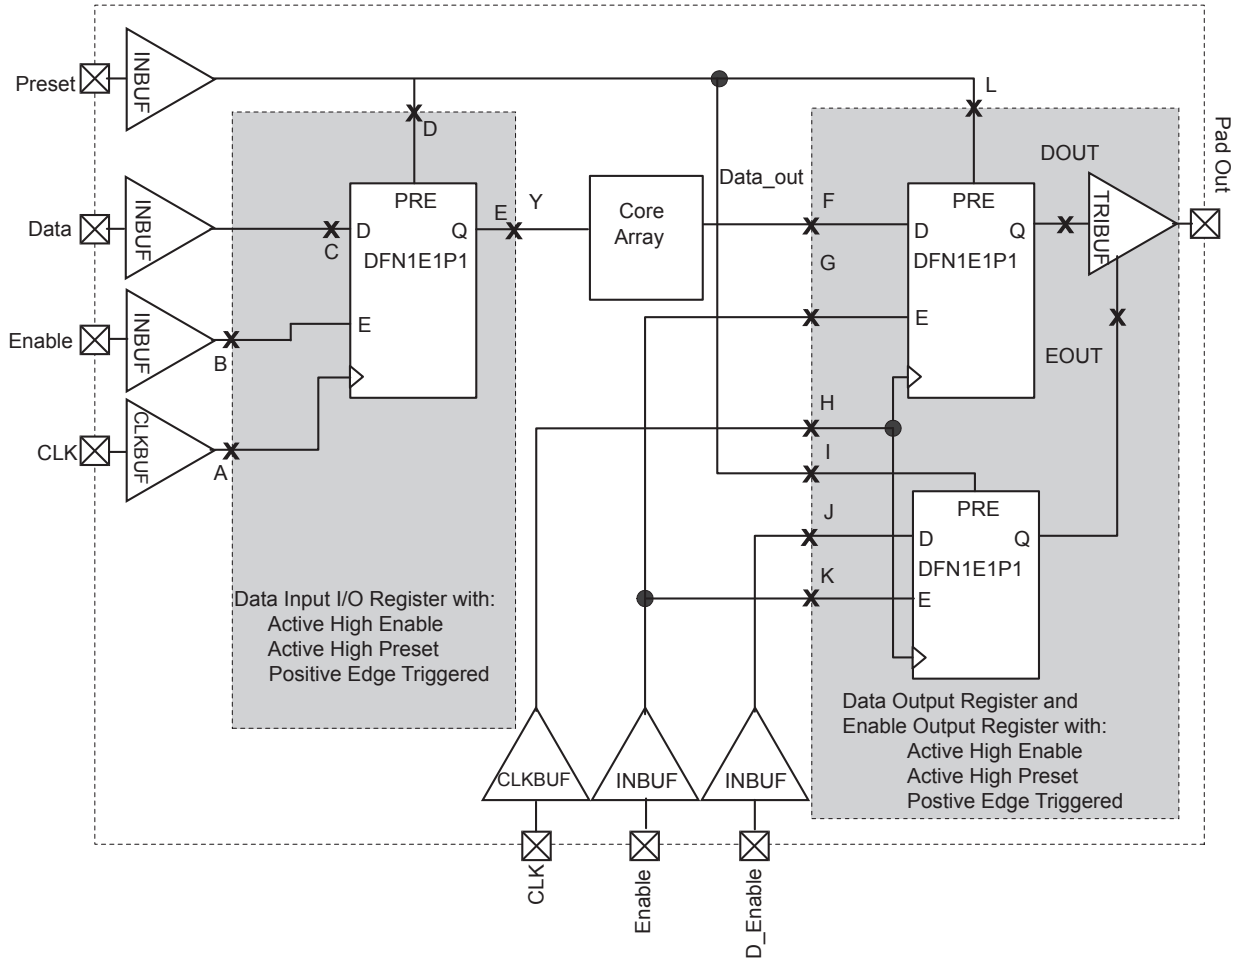

Figure 2-137 • **Timing Model of Registered I/O Buffers with Synchronous Enable and Asynchronous Preset**
*Note: *See Figure 2-137 on page 2-212 for more information.*